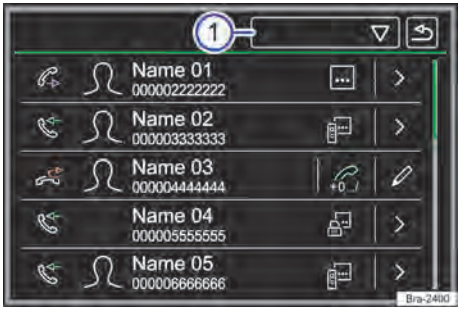

Fig. 161 Menu Chamadas (listas de chamadas).
Tocar na superfície de função [▽] → Fig. 161 ①.